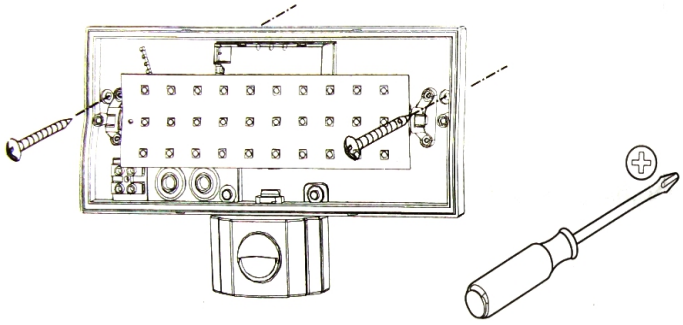

Rys.4a.
- Krok 4 Jeśli lampa montowana jest do ściany drewnianej nie ma potrzeby stosowania kołka rozprężnego, wystarczy przykręcić lampę wkrętami do drewna (Rys.4a.)